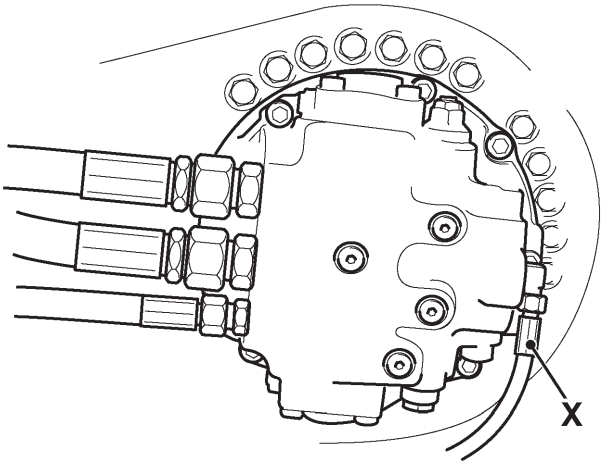

Fig 28.
Qual a pressão observada na via de pilotagem **28-X** (⇒ *Fig 28. (259)*) quando: